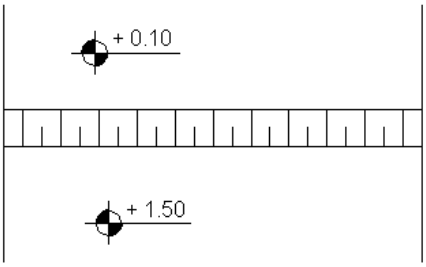

FIGURA 17
4) Taludes vistos devem ser representados, em planta, conforme a norma técnica – ABNT NBR 6492/94 (FIGURA 17):